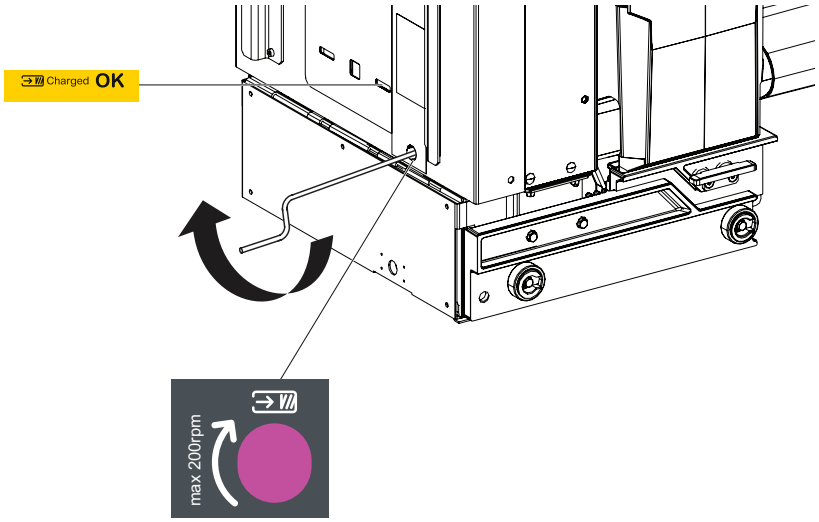

Fig. 31
1. Insérez la manivelle dans l’orifice pourmettre en tension le dispositif de stockage d’énergie (Fig. 31).